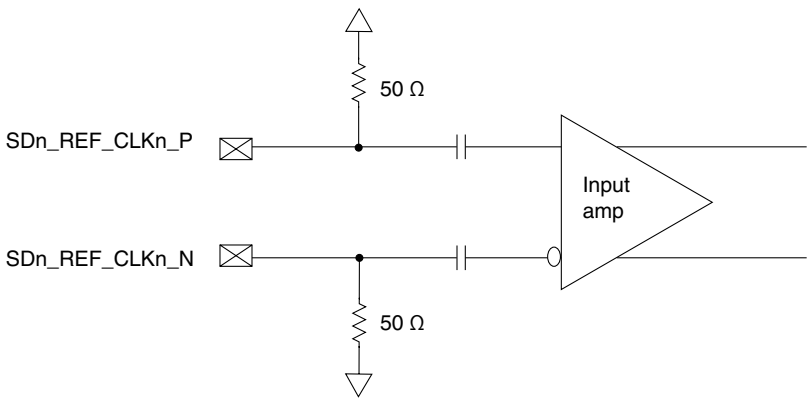

Figure 79. Receiver of SerDes reference clocks
- The SD*n*_REF_CLK*n*_P and SD*n*_REF_CLK*n*_N are internally AC-coupled differential inputs as shown in Figure 79. Each differential clock input (SD*n*_REF_CLK*n*_P or SD*n*_REF_CLK*n*_N) has on-chip 50-Ω termination to SGND*n* followed by on-chip AC-coupling.
- For an external DC-coupled connection, as described in Figure 79, the maximum average current requirements set the requirement for average voltage (common mode voltage) as between 100 mV and 400 mV.